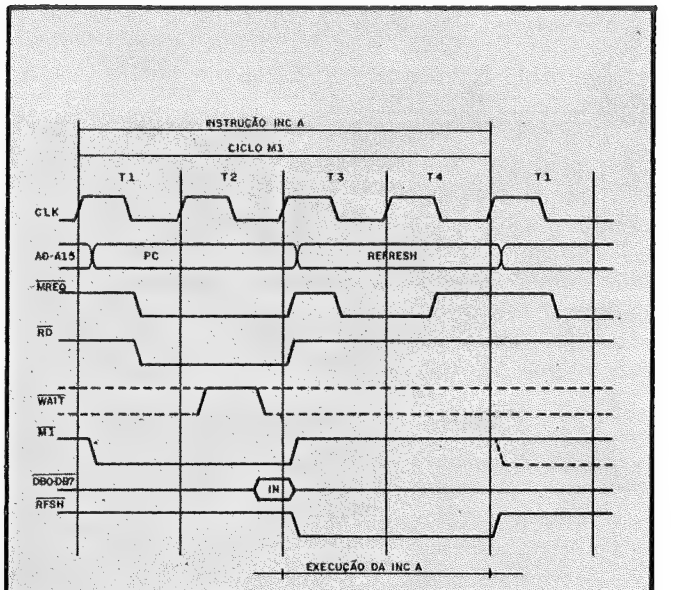

FIGURA 5 — CICLO M1
Na figura 5 temos o diagrama correspondente à execução da instrução INCR, que é uma instrução que possui somente o ciclo M1, que é composto de 4 estados (T).